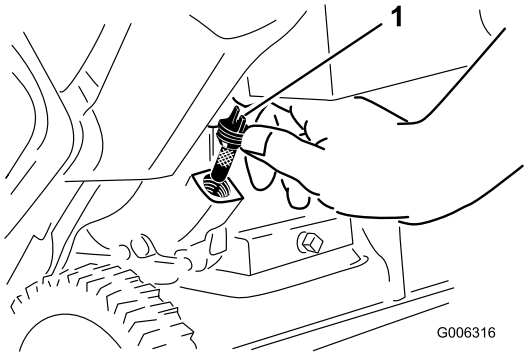

Figur 12
2. Rengör runt oljepåfyllningslocket (Figur 12).